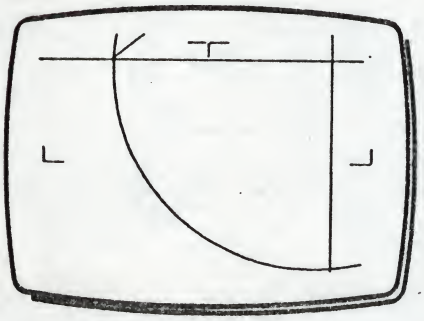

Fig 7
5 **Move XY to move the centre of the cursor to the top centre of the screen, (6) in Fig 7.**